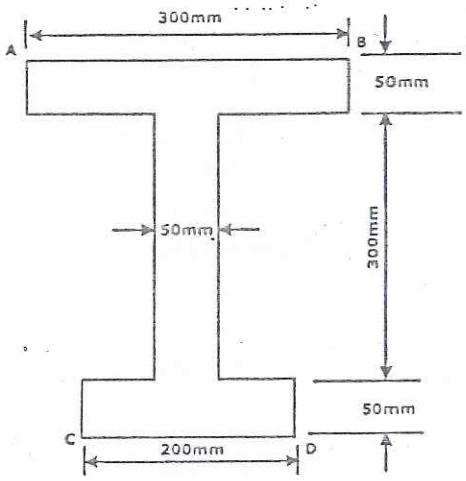

Figure 4
4. A cast iron bracket subjected to bending has a cross-section of I-Shape with unequal flanges, as shown in figure 4. If the section is subjected to a shear force of 1600 kN. Draw the shear stress distribution over the depth of the section, indicating the principal values. All dimensions are in mm. 14